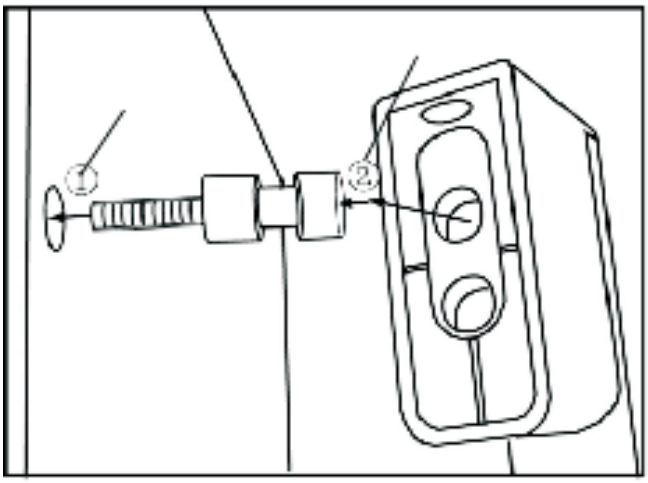

fig. 1
1)Posizionare la vite di connessione nell'apposito foro sulla porta del frigorifero con l'ausilio di un cacciavite (come indicato dalla freccia 1 in fig. 1)